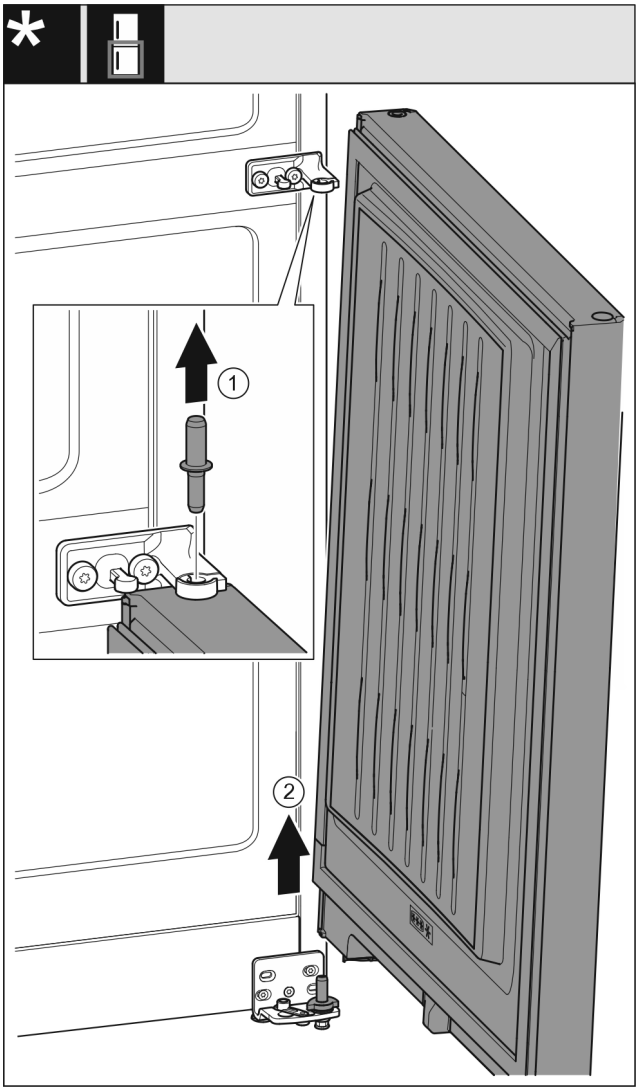

Fig. 31 Without closing damper*
▶ Pull out the bolt *Fig. 31 (1)* upwards.*
▶ Swing out the door *Fig. 31 (2)*, pull it upwards and set it aside.*